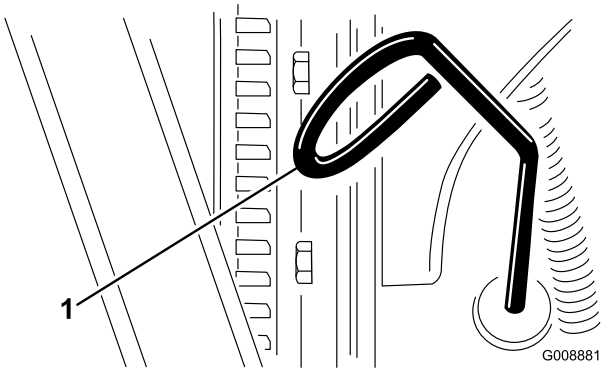

Figur 19
2. Fjern målepinden (Figur 19), og aftør den med en ren klud.